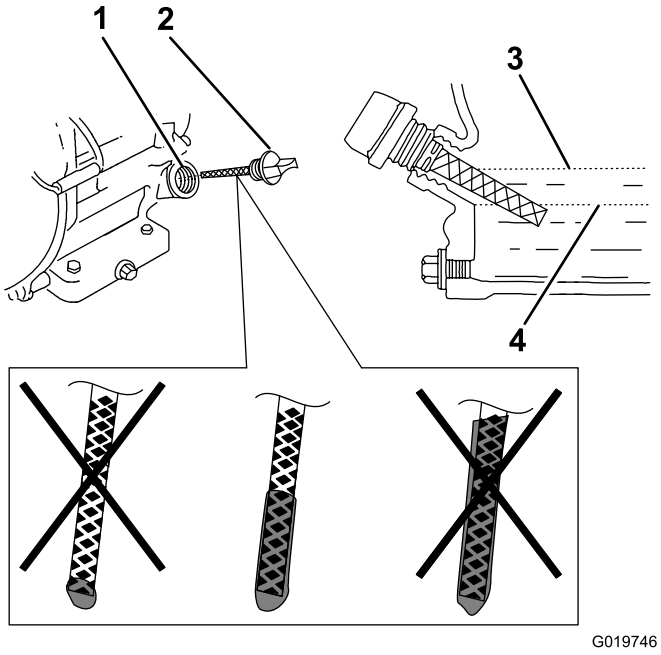

Figura 32
4. Retire el tapón de llenado/varilla de aceite y limpie el extremo (Figura 32).
5. Deslice la varilla a fondo en el orificio de llenado, sin enroscarlo (Figura 32).
6. Retire la varilla e inspeccione el extremo. Si el nivel de aceite del motor es bajo, vierta lentamente en el orificio de llenado sólo la cantidad de aceite suficiente para que el nivel llegue a la marca Full (lleno) de la varilla (Figura 32).
7. Vuelva a colocar la varilla y apriétela (Figura 32).